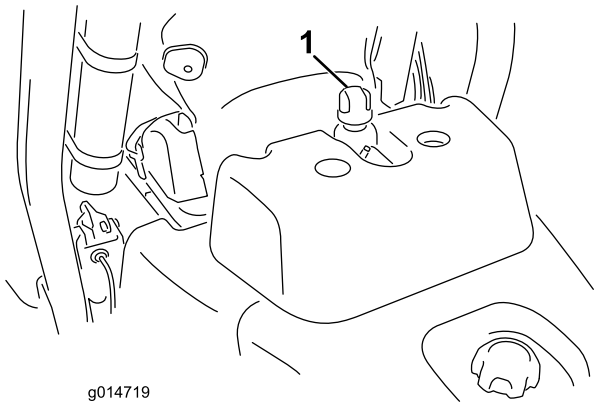

**Figur 32**
2. Skruva av hydraultanklocket (Figur 32).